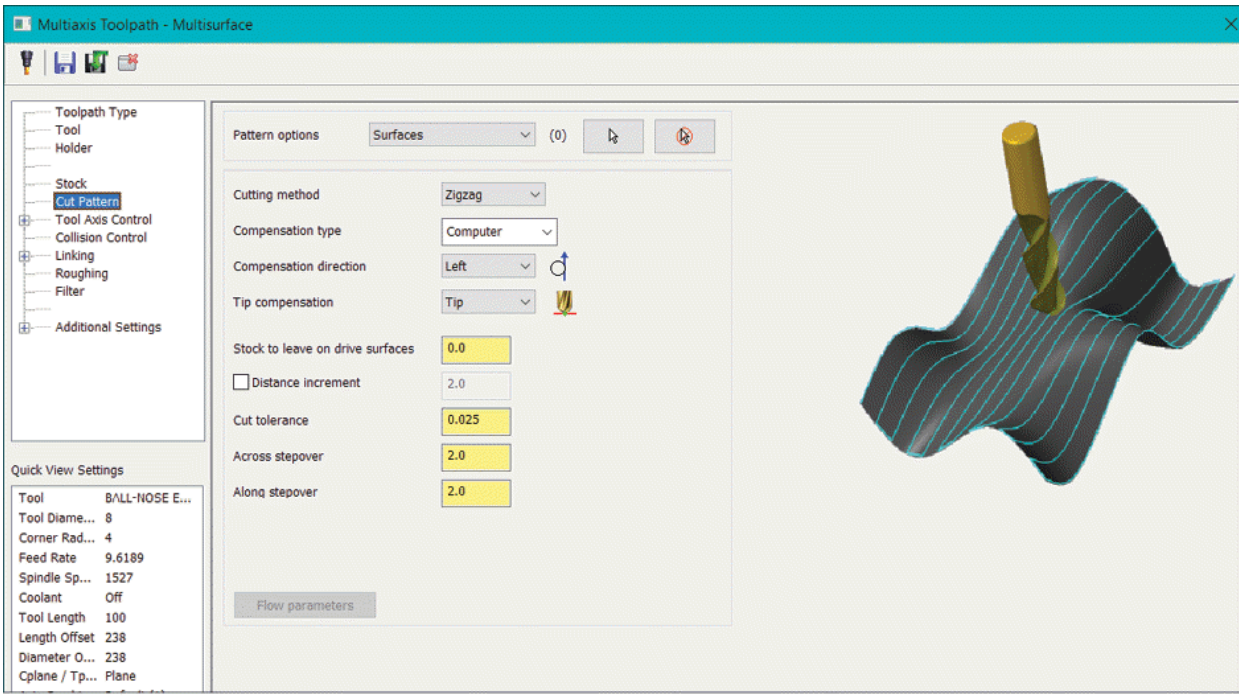

Figure-36. Multiaxis Toolpath-Multisurface dialog box
- Click on the **Cut Pattern** option from the left area in the dialog box to define cutting pattern for toolpath. The options will be displayed as shown in Figure-36.